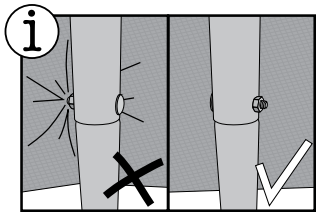

Fig.6
B. Use Wind Braces 800439 and 802011 + 11005 between the end rib and the last middle rib as shown in Fig. 6.